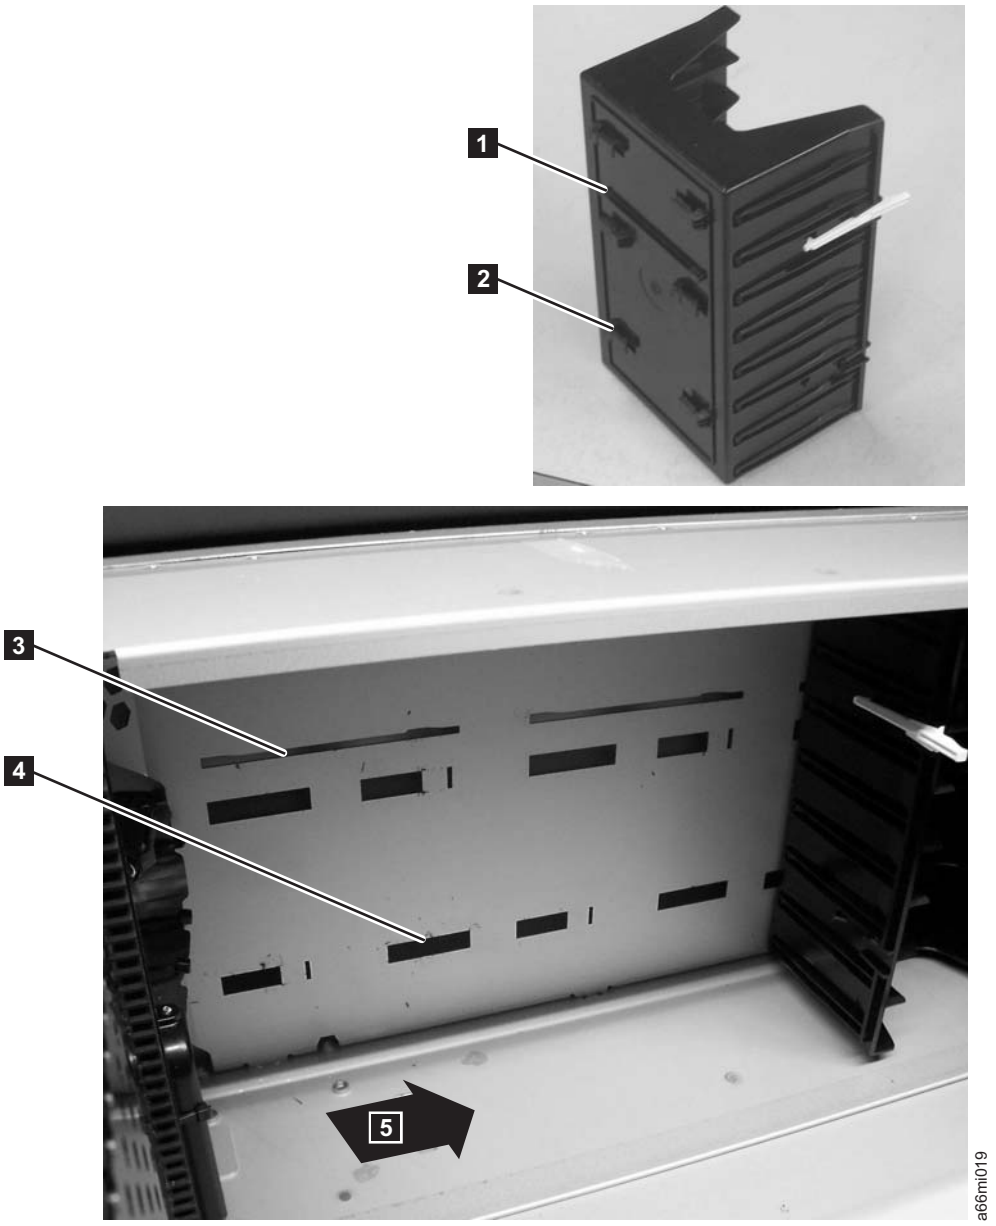

Figure 7-126. Replacing a Storage Column
a. Tab 1 (in Figure 7-126) into slot 3 (in Figure 7-126)
b. Tab 2 (in Figure 7-126) into slot 4 (in Figure 7-126)
4. Push the column towards the rear of the library (5 in Figure 7-126) to engage the locking tabs on the back of the column.